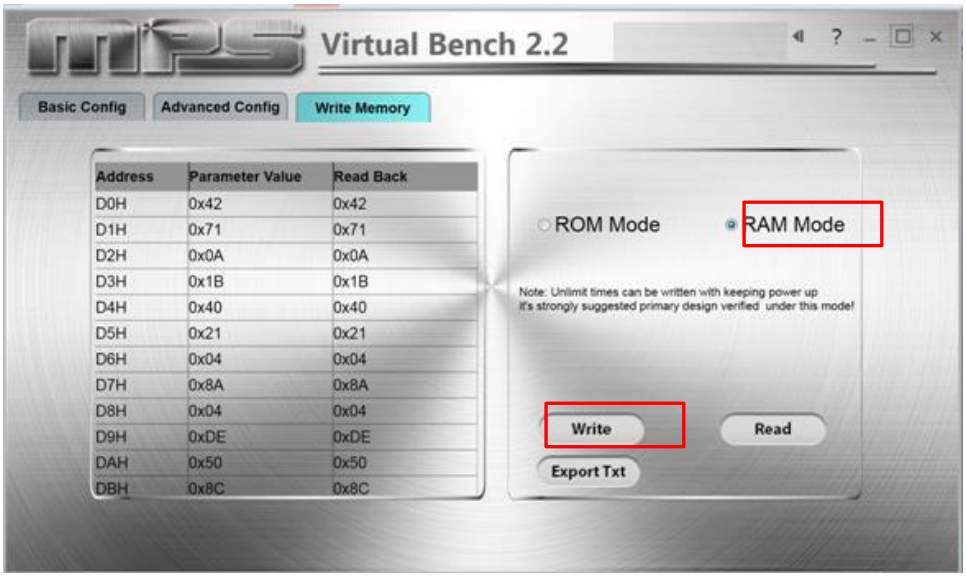
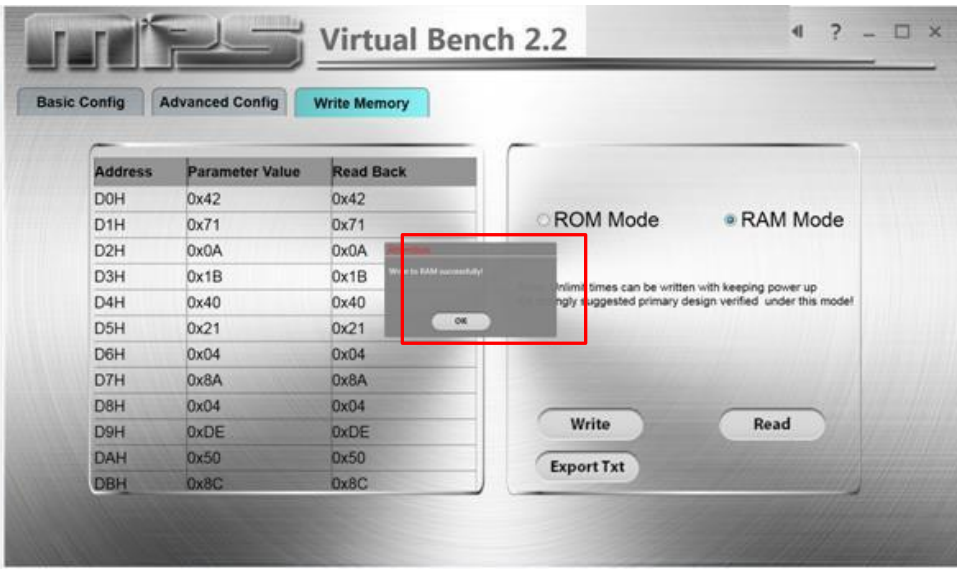

Figure 10: RAM Mode Write Version
Figure 11: RAM Mode Write Successfully
4. Click the “RAM Mode” button and then click the "write" button to update values (see Figure 10). A successful writing is shown in Figure 11. If the writing is wrong, check your connection and restart your writing.